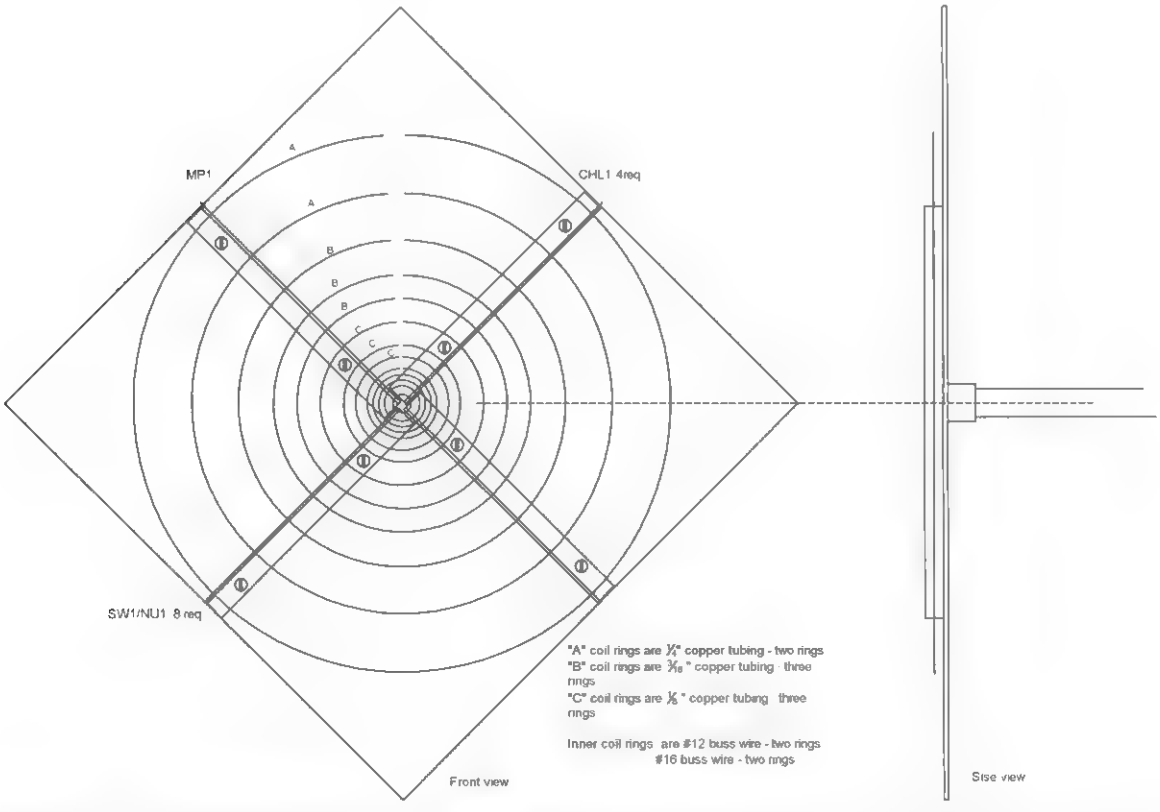

Figure 30-4 *Creating the base*
2. Create the 12 × 12-inch main plate (MP1) from a piece of 1/16-inch Lexan sheet, as shown in Figure 30-4.
MP1	Mounting plate shown in Figure 30-4